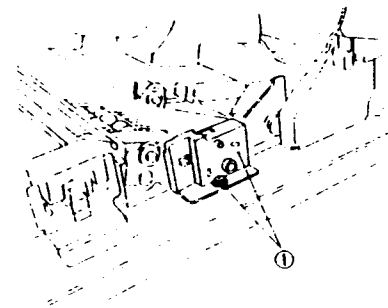

Рис. 1 NZM-0034
3. (Рис. 1): Снимите узел накладки регистрации.
①. Отверните винт и снимите узел накладки регистрации.